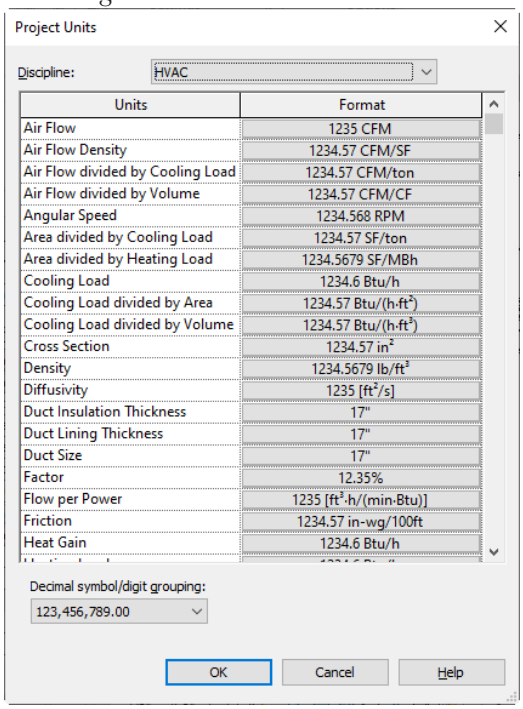

Figure 2-29 *The* ***Project Units*** *dialog box*
2. Project Units: Refer to Figure 2-29
c. Specify the project units, refer to Figure 2-29.
2. In the **Project Units** dialog box, select the **HVAC** option from the **Discipline** drop-down list; various units required in the HVAC workflow are displayed in a table located below the **Discipline** drop-down list, refer to Figure 2-29.